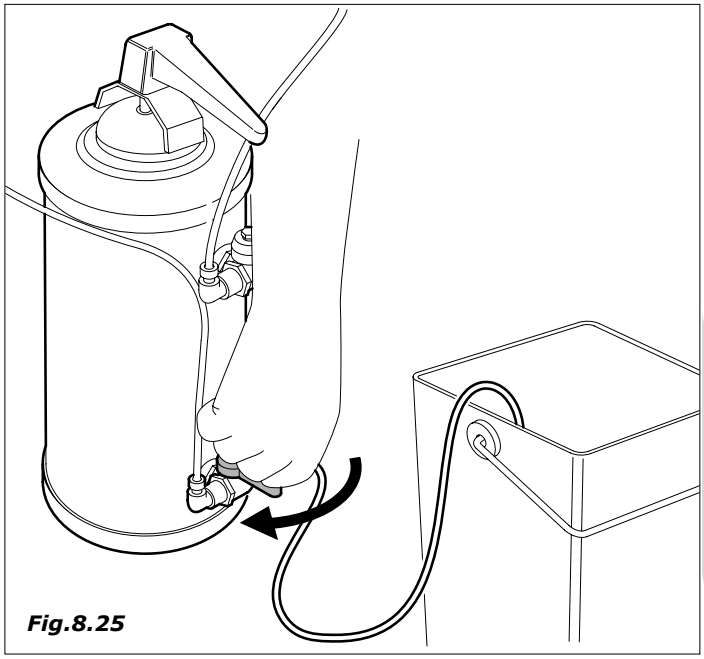

Fig.8.25
- deixar sair a água até que não saia límpida *(Fig.8.25)*